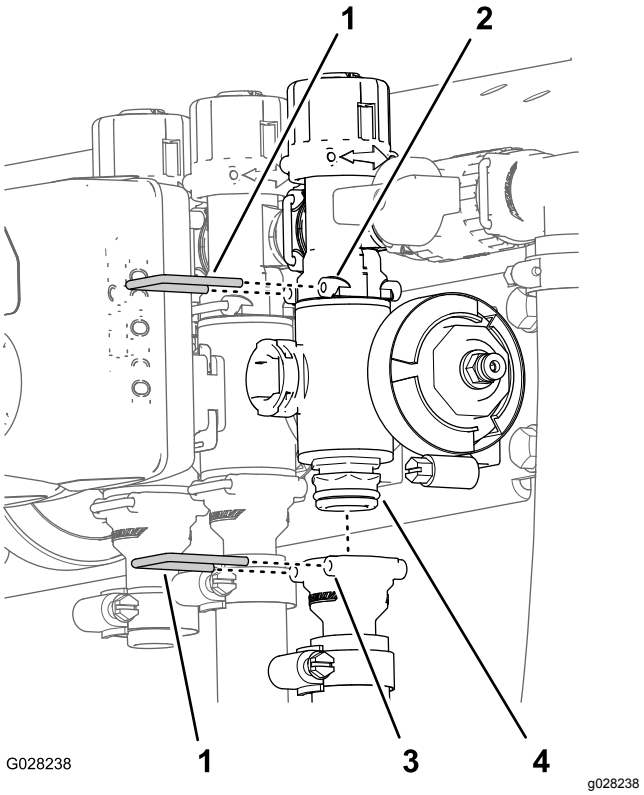

Figur 105
2. Fjern holderne som fester utgangsnippelen til seksjonsventilmanifoldet og ventilmanifoldet til omløpskoblingen (Figur 105).